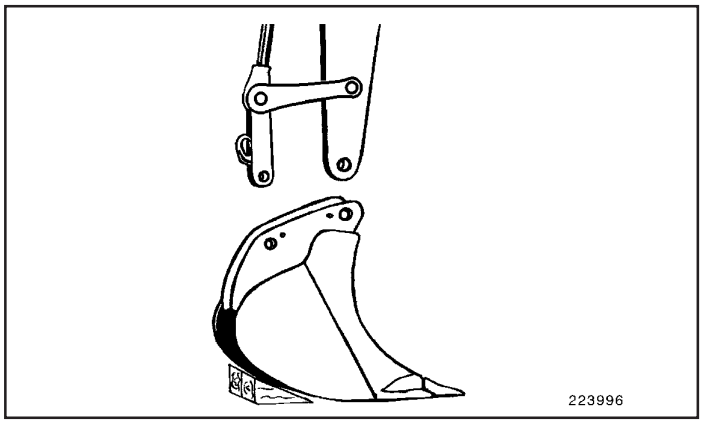

Fig.2
- Suspenda o implemento com muito cuidado (Fig.2). A caçamba irá apoiar-se livremente no chão.